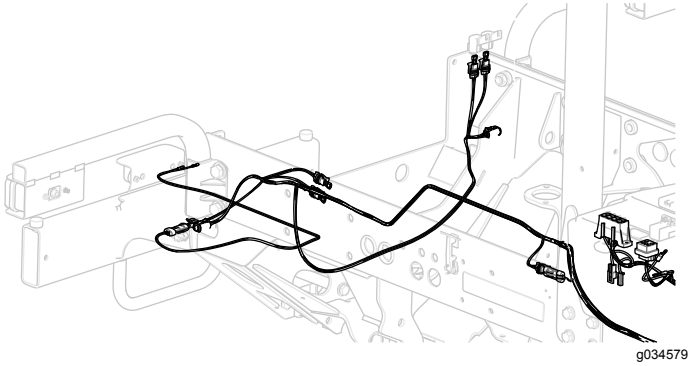

Figur 30
18. Før højre bageste ledningsnet under højre side af traktionsenheden til højre baglys (Figur 30).
20. Før venstre bageste ledningsnet under venstre side af traktionsenheden til venstre baglygte (Figur 30).